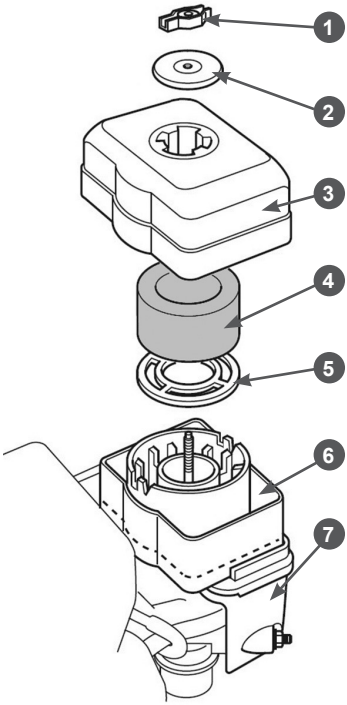
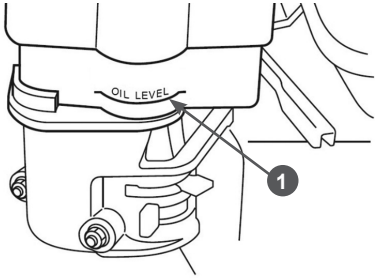

Рис. 20 Обслуживание воздушного фильтра
Рис. 21 Уровень масла в масляной ванне воздушного фильтра
1. Открутите гайку 1, снимите шайбу 2 и крышку 3 воздушного фильтра (Рис. 20).
2. Извлеките из крышки 3 воздушного фильтра поролоновый фильтрующий элемент 4 (Рис. 20).
5. Снимите с опоры 7 воздушного фильтра масляную ванну 6 и слейте из нее отработанное масло (Рис. 20).
6. Произведите очистку масляной ванны 6 и крышки 3 воздушного фильтра (Рис. 20).
7. Установите масляную ванну 6 в опору 7 воздушного фильтра (Рис. 20) и залейте в нее моторное масло до отметки 1 «OIL LEVEL» на корпусе масляной ванны (Рис. 21).
8. Смочите поролоновый фильтрующий элемент 4 (Рис. 20) специальным или чистым моторным маслом, после чего излишки масла отожмите.